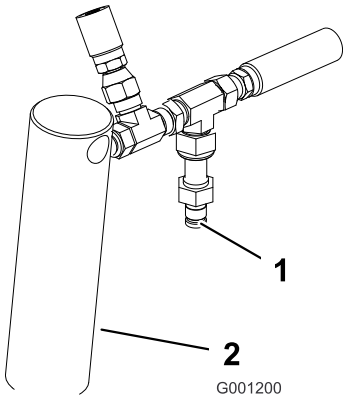

Figuur 12
2. Sluit een drukmeter aan op de testpoort achter de rechter hefcilinder (Figuur 12).